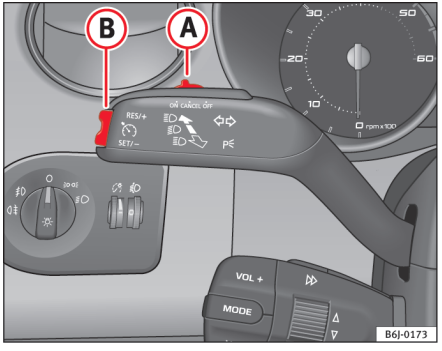

Fig. 113 Blink- og fjernlysarm: kontakt og vippeknap til fartpilot
– Tryk på den øverste del af vippeknappen **RES** ⇒ fig. 113 (B) for at øge hastigheden. Når du holder vippeknappen inde, accelererer bilen. Når du slipper vippeknappen, bliver den nye hastighed gemt.
Når du reducerer den gemte hastighed ved at træde på bremsepedalen, bliver fartpiloten deaktiveret. Ved at trykke en enkelt gang på den øverste del af vippeknappen **RES+** ⇒ fig. 113 (B) kan du aktivere fartpiloten igen.